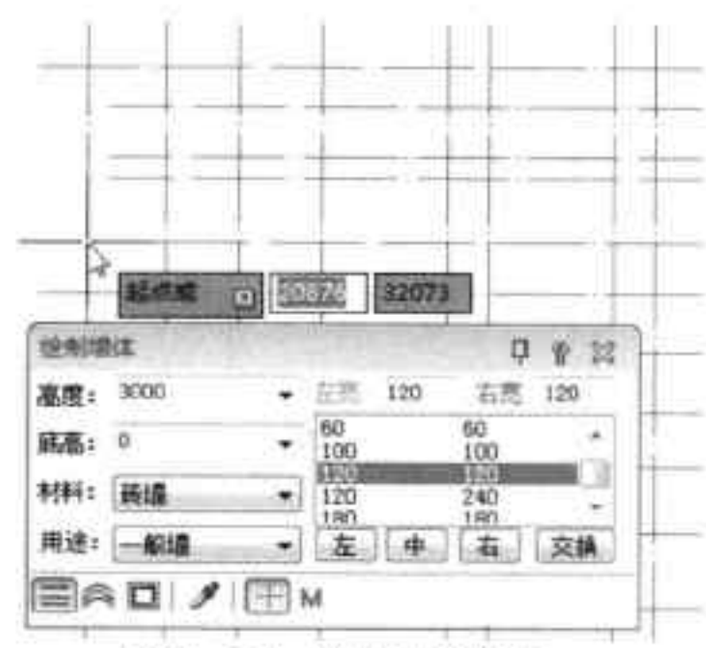

图16-50 捕捉轴线起点
Step 04 设置后，在绘图区域中，捕捉所需轴线起点，如图 16-50 所示。